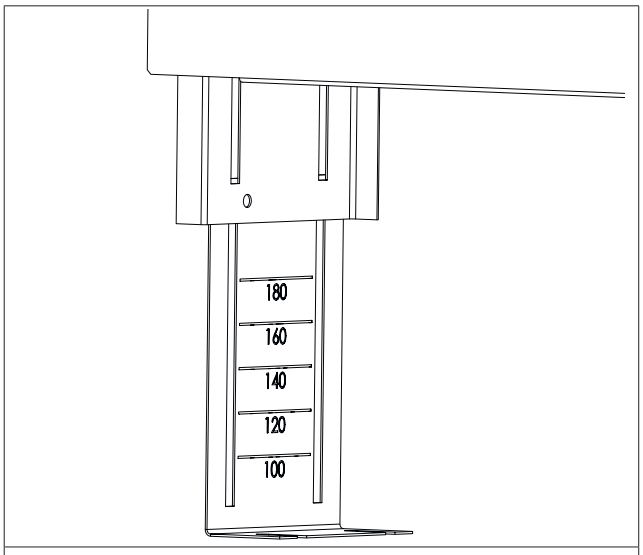

Abb. 4: Höhenmarkierung
2. Stellen Sie die Füße des Unterputzschrankes auf die gewünschte Höhe ein. Beachten Sie beim Einstellen der Füße die Aufbauhöhe des Estrichs. Die Estrichoberfläche sollte mind. 1 cm oberhalb der Unterkante der Estrichblende liegen. Beim Ausziehen der Füße erscheint eine Höhenmarkierung (siehe Abb. 4 auf Seite 8). Die angegebenen Maße sind vom Boden bis zur Unterkante der Estrichblen-